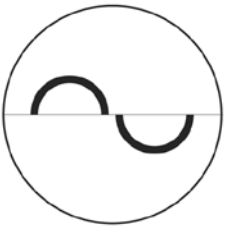

Abbildung IU-09
4. Verstellen Sie die Höhe und die seitliche Position der Spaltlampe mit dem Joystick, bis der abgeflachte Bereich als zwei Halbkreise gleicher Größe in der Mitte des Sichtfeldes zu sehen ist. Siehe Abbildung IU-09.